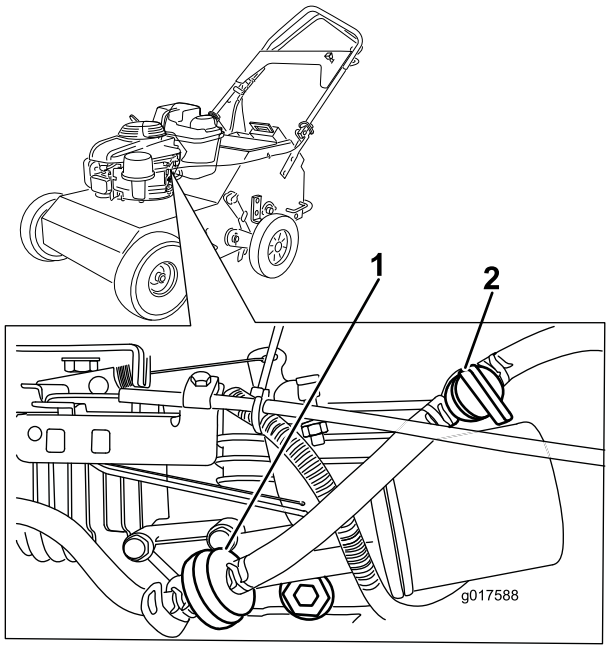

Figure 25
3. Fermez le robinet d'arrivée de carburant (Figure 25).
4. Pincez la conduite d'alimentation de chaque côté du filtre à carburant (Figure 25) pour éviter les fuites lors de la dépose du filtre.
5. Pincez les extrémités des colliers et éloignez les colliers du filtre (Figure 25).
7. Posez un filtre neuf et rapprochez les colliers de fixation du filtre (Figure 25).